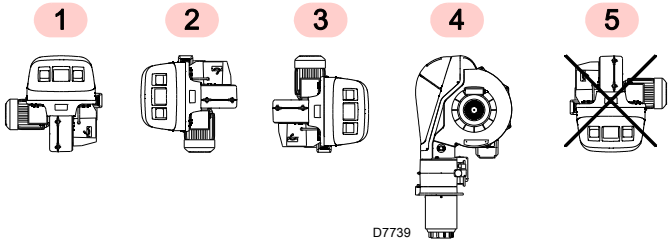

图 13
- ➤ 燃烧器设计为仅能安装在位置 1, 2, 3 和 4 (图 13)。